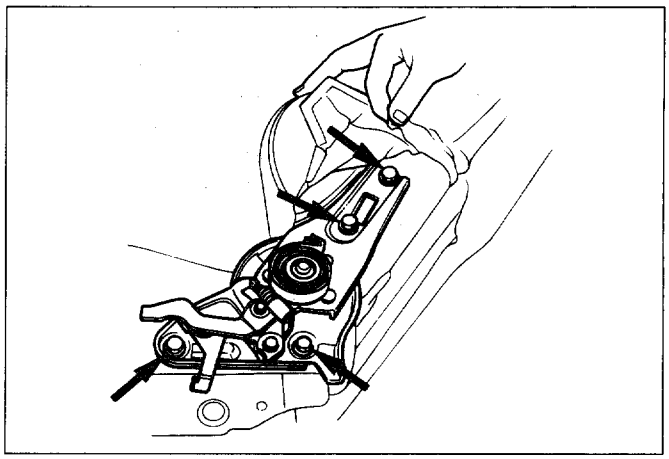

Fig. 10-186
- Turn up the seat back trim cover to remove the reclining device fixing bolts (Fig. 10-186).